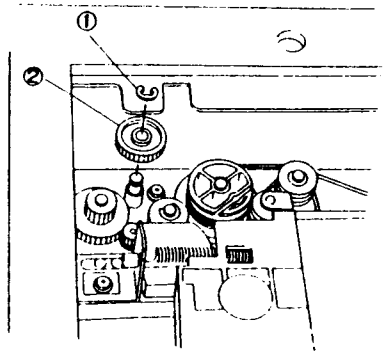

Рис. 4 NZM-0092
12. (Рис. 4): Снимите шестерню.
①. Снимите E-клипсу.
②. Снимите шестерню.